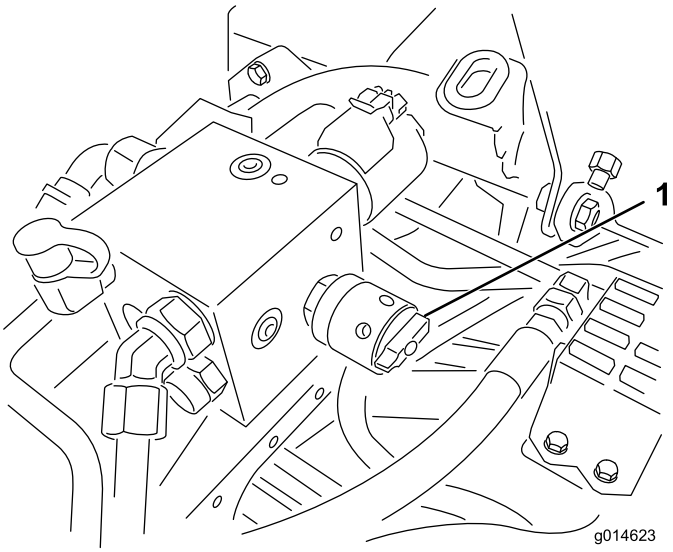

**Figur 38**
4. Knivcylindrenes hastighed indstilles ved at dreje grebet (Figur 38), indtil indikatorpilene står ud for det tal, der angiver den ønskede indstilling.